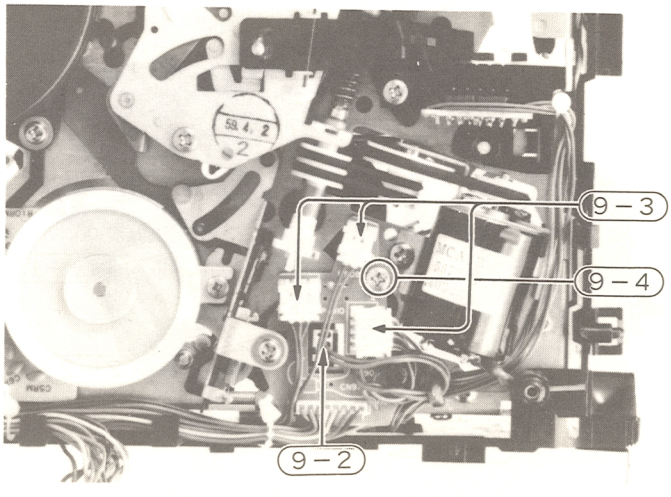

Fig. 18 Wiring (II) PC Board
9. Wiring (II) PC Board (Fig. 18)